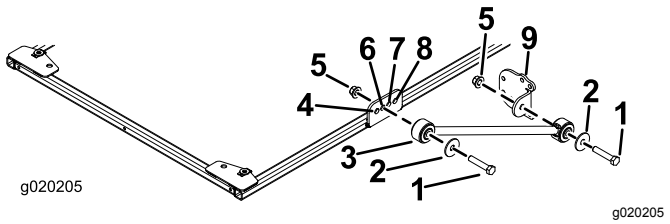

Figura 8
7. Em cada lado da estrutura do toldo, monte sem apertar completamente uma cinta no segundo furo do suporte de cinta usando um parafuso (½ pol. x 2½ pol.), anilha (½ pol.) e porca flangeada (½ pol.), como se mostra na Figura 8.
8. Instale sem apertar completamente um suporte de cinta em cada cinta usando um parafuso (½ pol. x 2½ pol.), anilha (½ pol.) e uma porca flangeada (½ pol.), como se mostra na Figura 8.